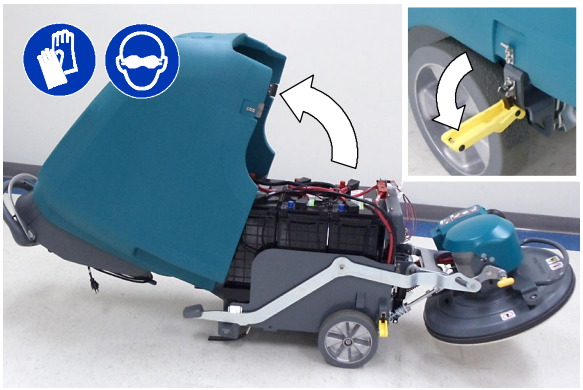

FIG. 2
2. Unlatch the battery compartment hood latches and lift the hood backwards (Figure 2).